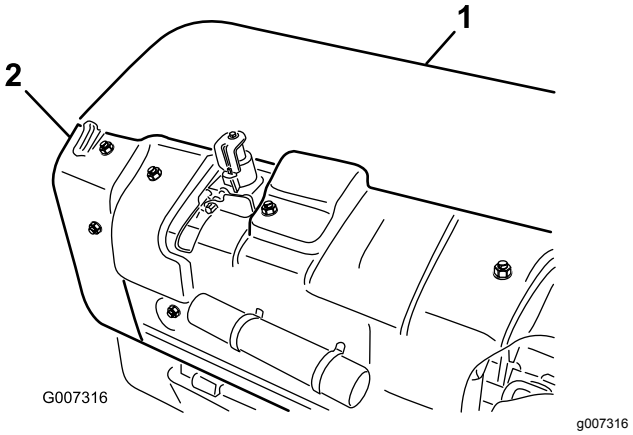

Figur 36
1. Fjern det bageste kernehoveddæksel (Figur 36).
2. Fjern remskiveafskærmningens monteringsbolte, og afmonter afskærmningen (Figur 36).